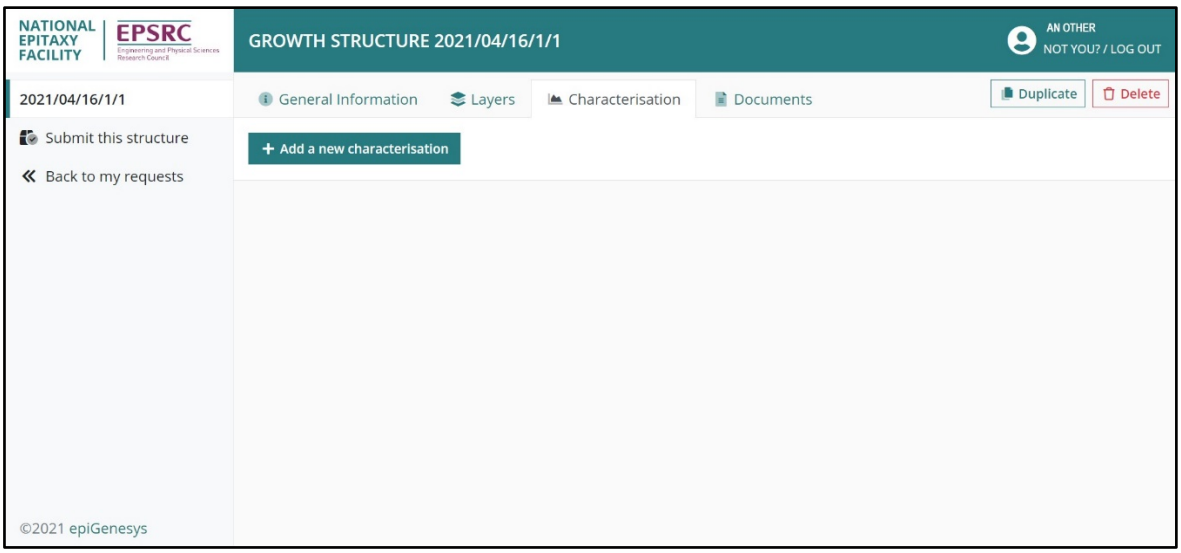

Figure 13 – The characterisation page
- **ii.** Click on the **'+ Add a new characterisation**" button (figure 13)